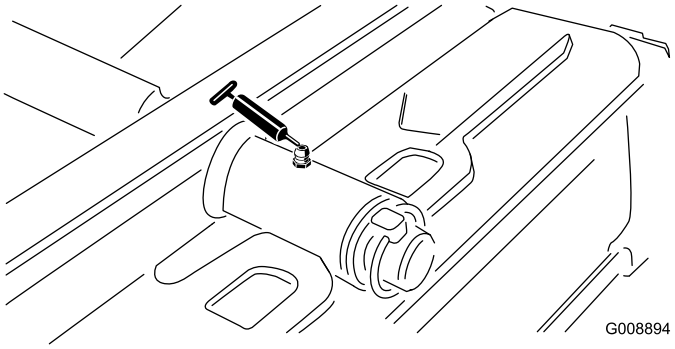

Figur 31
- Bageste klippeenheds drejetap (Figur 31)